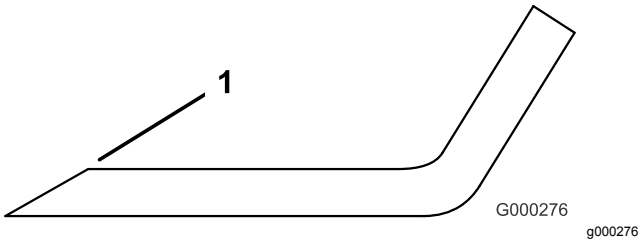

Figur 112
3. Undersøk eggene på alle kniver, og kvess eggene hvis de er sløve eller det er hakk i dem (Figur 112).
Merk: Slip bare den øvre delen av kniveggen, og oppretthold den originale klippevinkelen for å sørge for at kniven blir skarp (Figur 112). Kniven opprettholder balansen hvis like mye metall fjernes fra begge kniveggene.